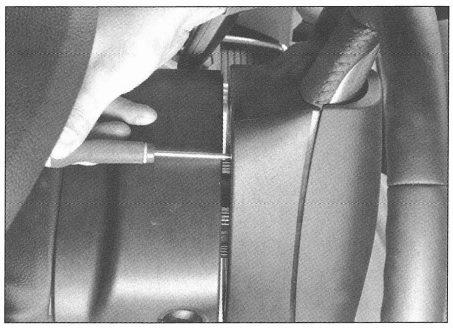

FIG. 6
• Girar el volante para poder acceder a los clips de retención del airbag **(fig. 6)**.